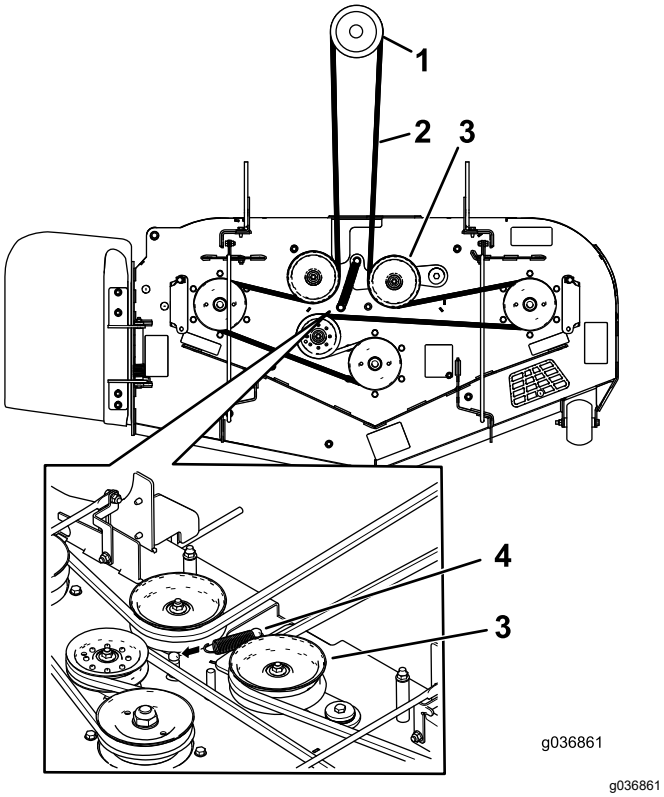

Figur 61
10. Før den nye rem rundt om plæneklipperens remskiver og koblingsremskiven under motoren (Figur 61).
11. Fastgør styrefjederen (Figur 61).